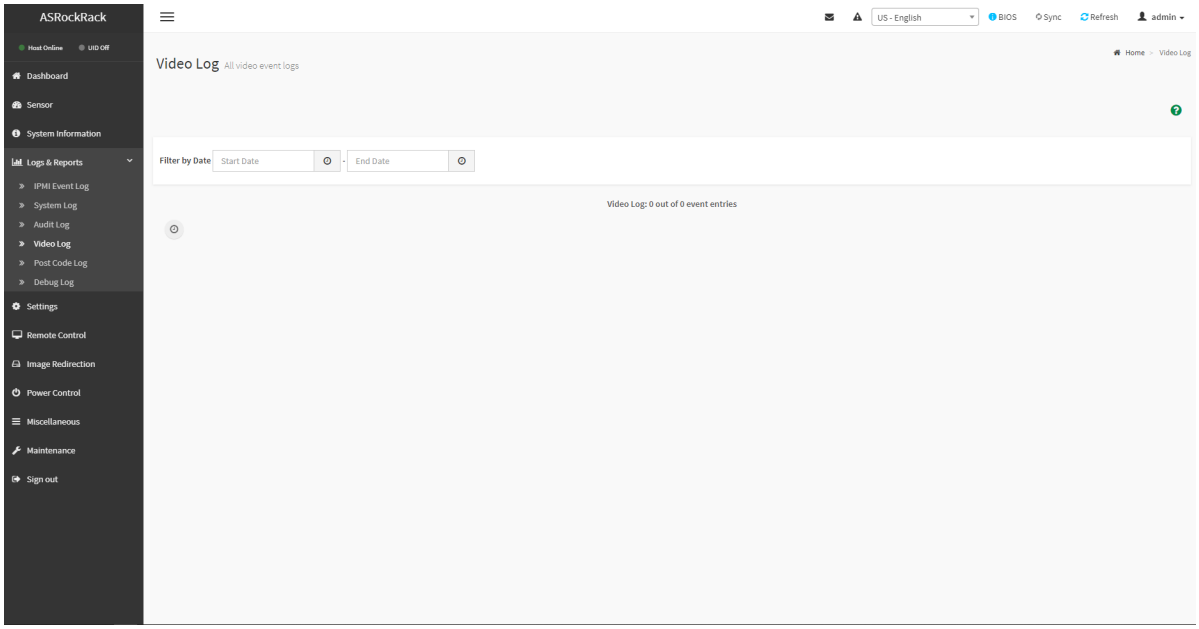

Рис. 109. Окно «Video Log»
5) Пройдите во вкладку «Logs & Reports» → «Video Log» в данной вкладке отображается информация о коде POST BIOS в сервере. Окно показано на рис. 109 Окно «Video Log»